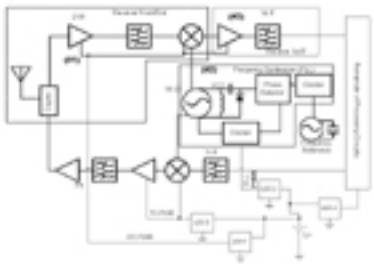

Figure 1. A PCS Phone's RF Front-End and Synthesizer Are Sensitive to Noise
1) The RF Receiver Front-End (see Figure 1)
The RF front-end noise performance determines the receiver's sensitivity, which is defined as the smallest usable received signal. This front-end noise performance is determined primarily by the RF losses of the duplexer and bandpass filter, and the noise figures of the low-noise amplifier (LNA) and mixer. When the power supply injects noise into the LNA and mixer, their effective noise figures degrade. A low-dropout regulator (LDO 1 in Figure 1) attenuates the low-frequency power-supply noise. To ensure the front-end achieves a low noise figure, high-frequency power-supply noise must also be rejected. The section LDO Limitations below describes how to add this high-frequency filtering to a LDO.
locked loop (PLL) bandwidth, the voltage-controlled oscillator (VCO) noise, the noise floor of the frequency reference, and stray noise that modulates the VCO control signal. A low-dropout regulator (LDO 2 in Figure 1) in combination with a high-frequency noise filter tames the stray power-supply noise that could modulate the VCO signal, ensuring that this noise does not corrupt the LO spectrum.
3) The Intermediate Frequency (IF) Section
The IF section contains high-gain circuitry that amplifies signals by 80 dB or more. A low-dropout regulator with additional high-frequency filtering prevents the high-gain IF section from being contaminated by noise from the handset's power amplifier (PA) or its digital processors (LDO1 in Figure 1).
The frequency synthesizer, which generates the critical first LO in the handset, contains a very high gain VCO. This VCO acts like a very sensitive FM modulator; its gain in a PCS application is approximately 50 MHz/V. Given this extreme sensitivity, small levels of noise present on the VCO control line degrade the clean frequency spectrum and increase the phase-noise content from the synthesizer. Unfortunately, the power circuit supplying the synthesizer provides a path for injecting noise into the PLL. Thus, a good first step to providing clean, quiet power to the synthesizer is to use a separate LDO for power regulation (see LDO 2 in Figure 1).